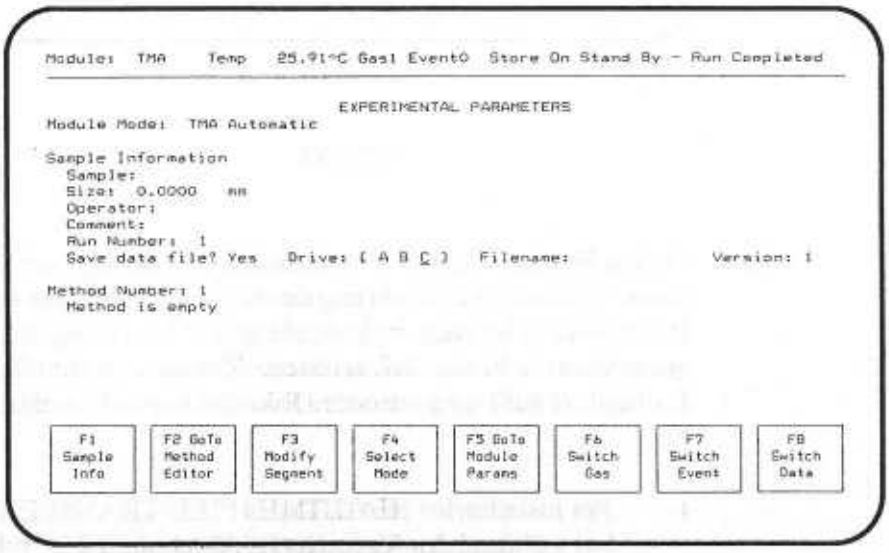

Bild 32
2. Drücken Sie F4 (GoTo Experimental Parameters). Das EXPERIMENTAL PARAMETERS-Menü (Abb. 32) erscheint.